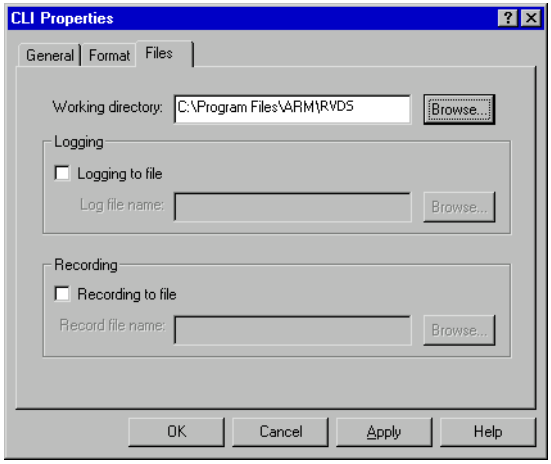

Figure 5-89 Command Line Interface Properties dialog, Files tab
- **Files**, shown in Figure 5-89 on page 5-68.
Click on the **Files** tab to display the dialog shown in Figure 5-89 on page 5-68.